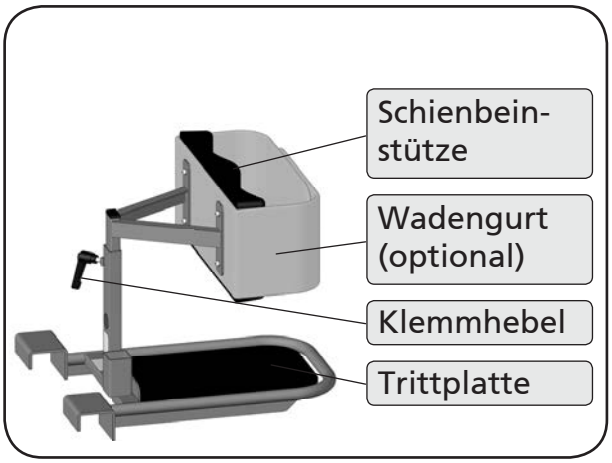

Abbildung 54
4. Lösen Sie den Klemmhebel an der Schienbeinstütze und stellen Sie die richtige Höhe der Schienbeinstütze ein (Abbildung 54). Die Oberkante der Schienbeinstütze muss knapp unterhalb der Kniescheibe des Patienten liegen.